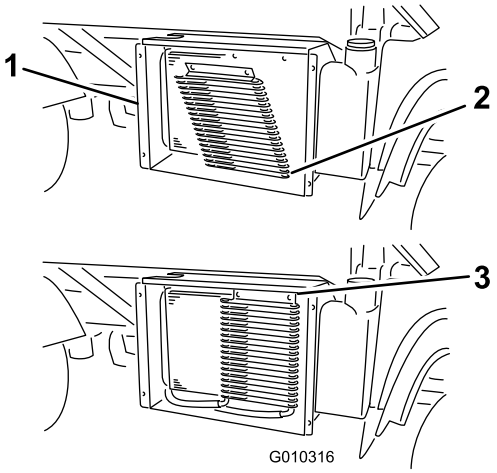

Figur 32
4. Roter låsen og drej oliekøleren væk fra køleren (Figur 32), hvis det er monteret således.